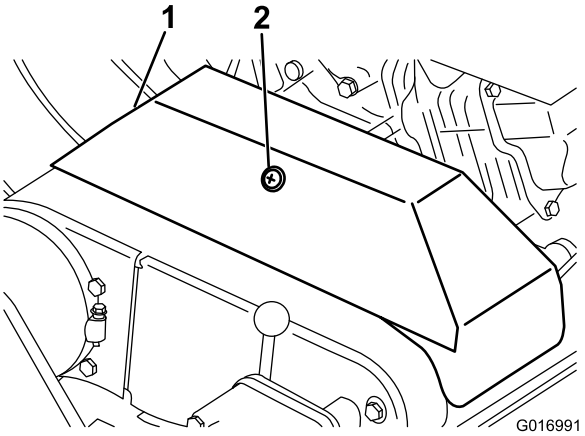

Figur 36
3. Løsne på holderen som fester V-remdekslet, og vri til dekslet åpner seg (Figur 36).